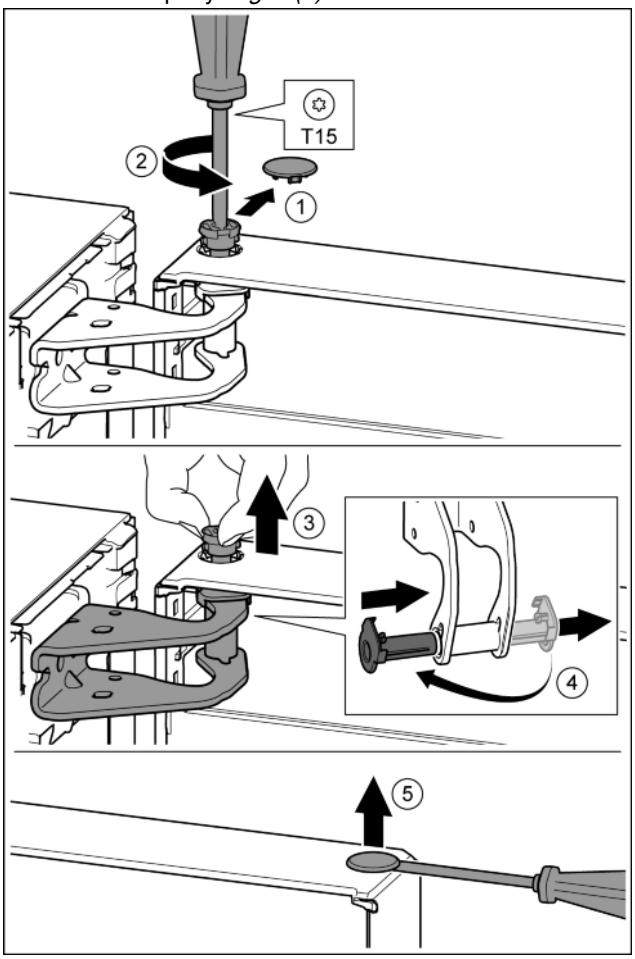

Fig. 8
▶ Осторожно снять предохранительную крышку. *Fig. 8 (1)*
▶ Немного выкрутить палец отверткой T15. *Fig. 8 (2)*
▶ Удерживать дверь и вытянуть палец рукой. *Fig. 8 (3)*
▶ Опорную втулку вывести из направляющей. Установить и зафиксировать с другой стороны. *Fig. 8 (4)*